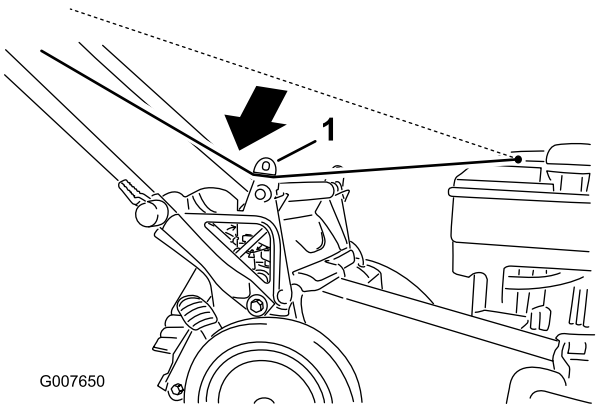

Figur 24
1. Før startsnoren rundt om det nedre snorestyr (Figur 24).